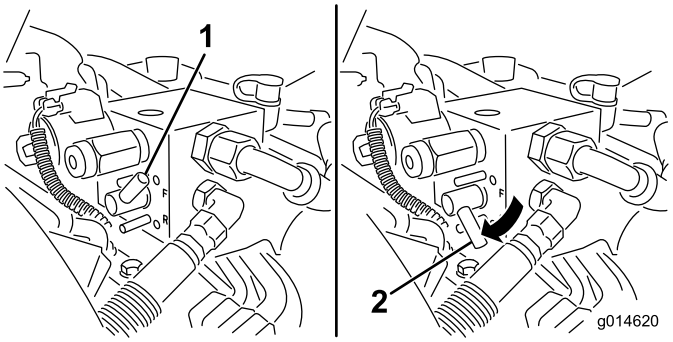

Figuur 53
5. Zet de wethendel in de achteruitstand (R) (Figuur 53).